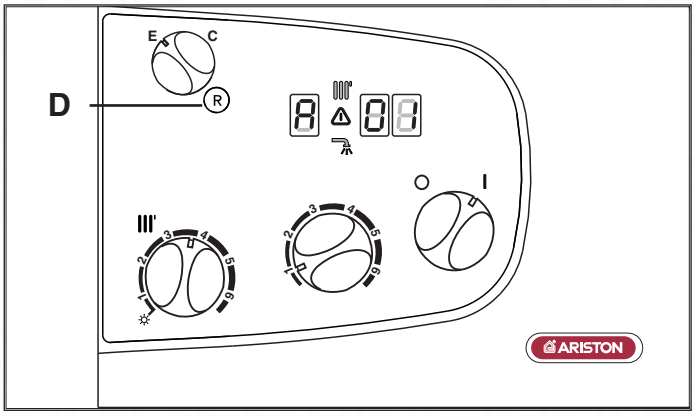

Fig. 2.28
4. Press the reset button **"D"** (see **Fig. 2.28**) the boiler will re-attempt ignition. If the burner does not light the first time, wait 1 minute and repeat the procedure.